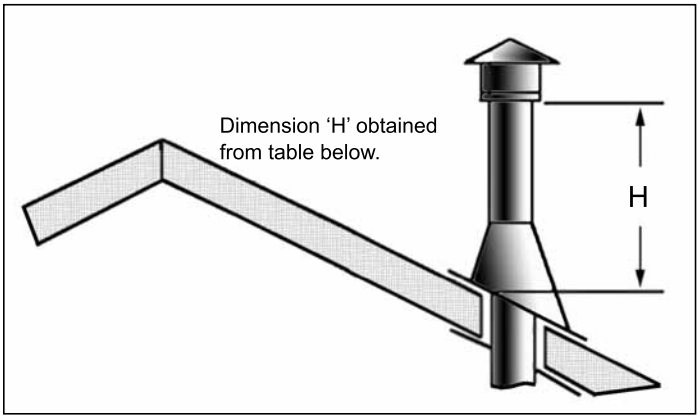

Figure 35: Height of Vertical Termination; Reference Table 8.
STEP 8. Continue to add pipe sections until the height of the vent cap meets the minimum code requirements. Refer to Figure 35 and Table 7. Note that for steep roof pitches, the vent height must be increased. In high wind conditions, nearby trees, adjoining roof lines, steep pitched roofs, and other similar factors can result in poor draft, or down drafting. In these cases, increasing the vent height may solve the problem.
Table 7: Minimum 'H' for Figure 35.